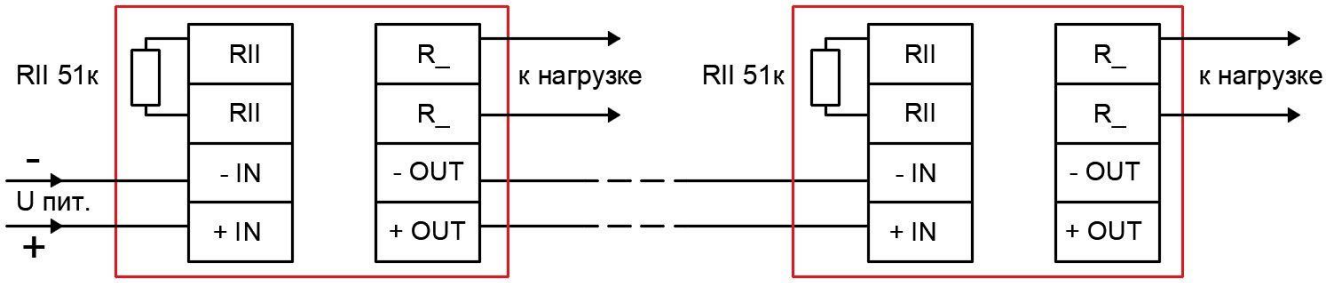

Рисунок 4 – Схема подключения УДП для прямого пуска
Подключение УДП осуществляется на замыкание, см. рис. 4 и 5.
- осуществить монтаж соединительного кабеля в кабельном вводе и соединить проводники в соответствии со схемой подключения, рис. 4 и 5.